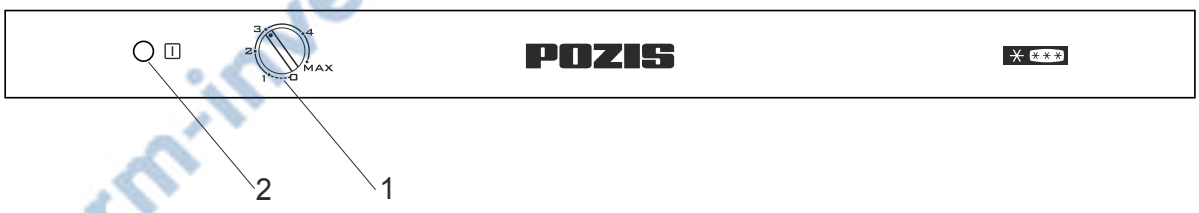

Рис. 2 Схема расположения приборов управления
6.2 Температурный режим в холодильнике устанавливается путем поворота ручки терморегулятора 1 (рис.2) до выбранного по шкале температурного режима. При этом: